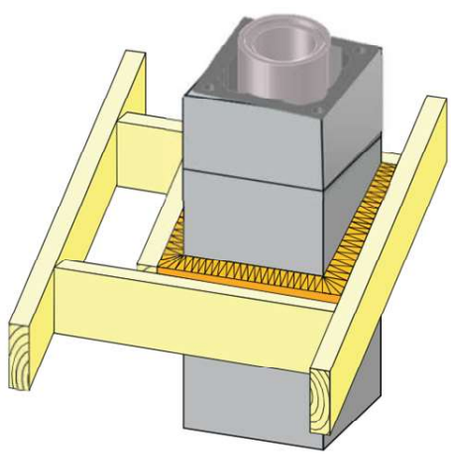

Рис.27
13. При пересечении конструкции кровли, необходимо выполнить крепление дымохода. Учитывайте возможное вертикальное перемещение кровли относительно дымохода, поэтому закрепление необходимо выполнять с возможностью вертикального скольжения по дымоходу. Рис.27.